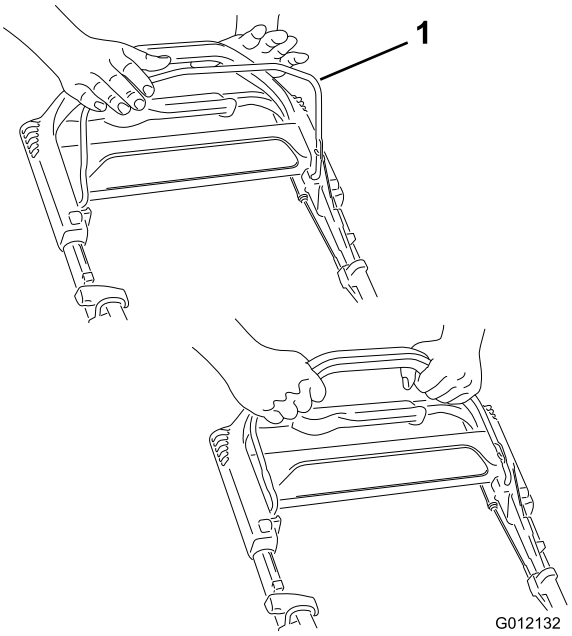

Figur 11
1. Håll knivstyrstången (Figur 11) mot handtaget.